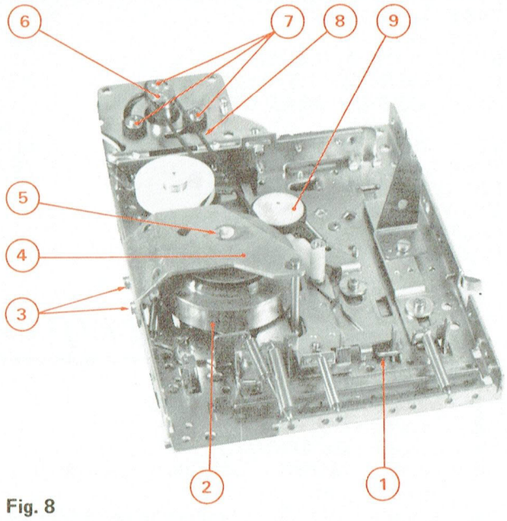

Fig. 8
Nota : Lors du remontage du clavier, veiller à ce que l'extrémité du levier (5) de la touche « DÉFILEMENT ARRIÈRE RAPIDE » s'engage dans le logement prévu dans le coulisseau (1) Fig. 8.
e) Moteur (Fig. 8)
f) Volant (Fig. 8)
g) Remplacement des courroies d'entraînement compteur et moteur (Fig. 8)